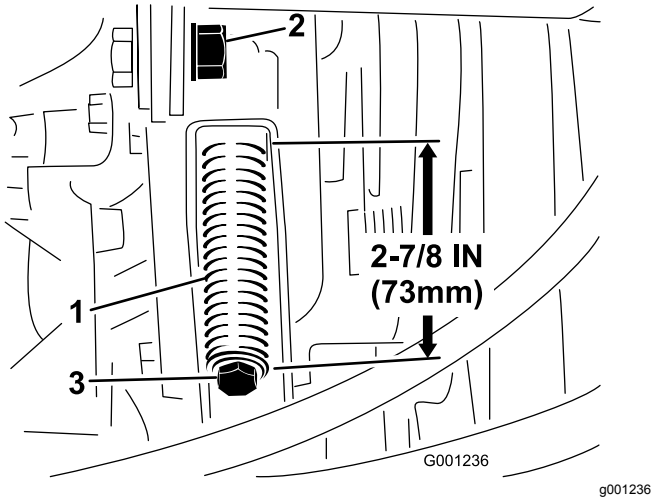

Figur 73
3. Løsne strekkstangens låsemutter (Figur 73).
4. Bruk en halvtommers skrunøkkel for å stramme eller løsne remspenningsfjæren (Figur 73). Juster fjæren slik at den er 73 mm lang.
4. Bruk en halvtommers skrunøkkel for å løsne remspenningsfjæren (Figur 73) helt.
6. Monter den nye kraftuttaksremmen og stram skivefjæren til den er 73 mm lang (Figur 73).
7. Stram til låsemutteren (Figur 73) og lukk panseret.